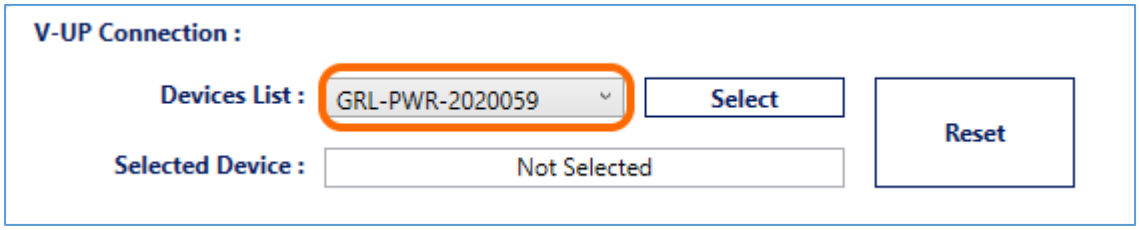

Figure 3. Check Connection Establishment Between Host and Device
3. Check the connection establishment between the Host PC and Device as shown in Figure 3 below.